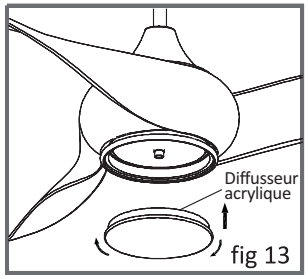

fig 13
6) Soulevez délicatement l''abat jour de verre fait monter la lampe et tourner vers la droite jusqu'à ce qu'il soit maintenu fermement en place par les trois onglets (fig.13)